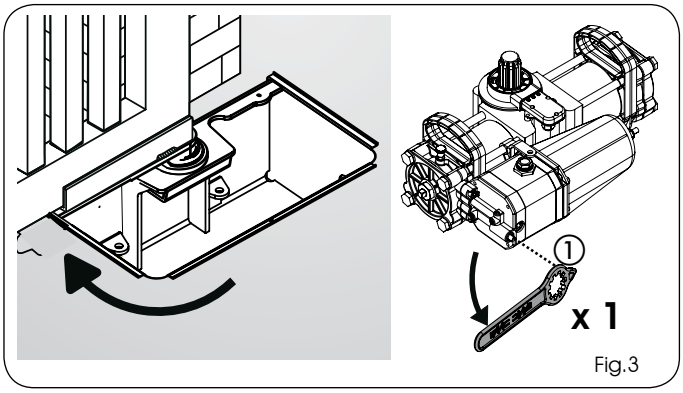

Fig.3
2) Consulting the instructions in chapter 7.1, hydraulically release the operator, using the key on the release screw (Fig. 3 ref.①)